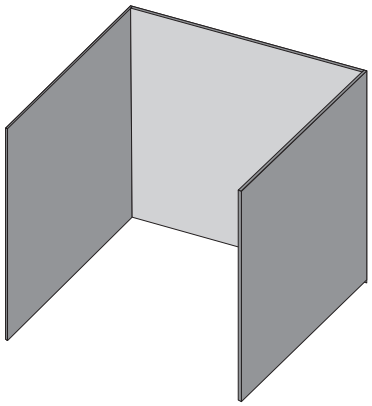

Fig. 1
- Un appareil est considéré comme étant à l'extérieur s'il est installé avec un abri ne dépassant pas une configuration avec des murs sur trois côtés, mais sans couverture supérieure. **(Fig 1)**